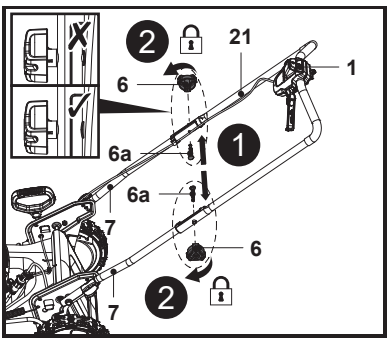

Fig. 3
1. Sujete la barra superior del manillar (5) con el botón del interruptor de seguridad (1) orientado hacia arriba.
2. Alinee los orificios de montaje de la barra superior del manillar (5) y las barras inferiores del manillar (7)
3. Pase el perno de montaje (6a) a través de los orificios de montaje en el extremo (Fig. 3, paso 1).
4. Asegure la barra superior del manillar (5) con las barras inferiores del manillar (7); para ello, gire el mando de bloqueo (6) hacia la derecha en la rosca del perno de montaje (6a) para apretarlo (Fig. 3, paso 2).
5. Asegúrese de que el cable de control (21) pasa por la parte superior de la barra superior del manillar (5) y la barra inferior del manillar (7).